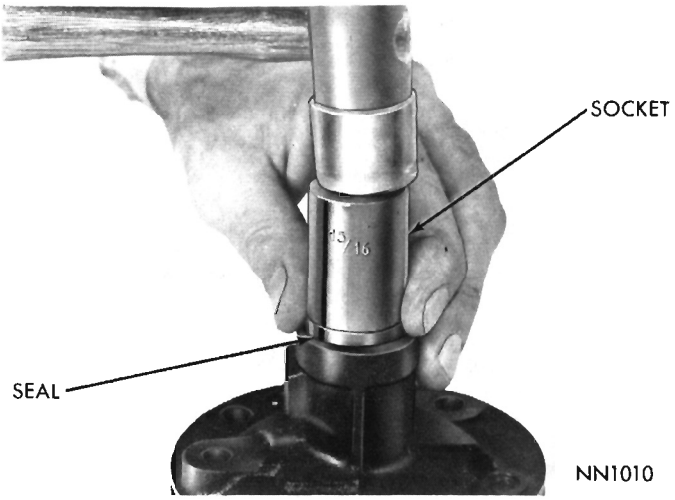

Fig. 12—Oil Seal Installation
(1) Place pump body on flat surface and drive new drive shaft seal into bore with a 7/8 or 15/16 inch socket till seal bottoms on shoulder (Fig. 12).